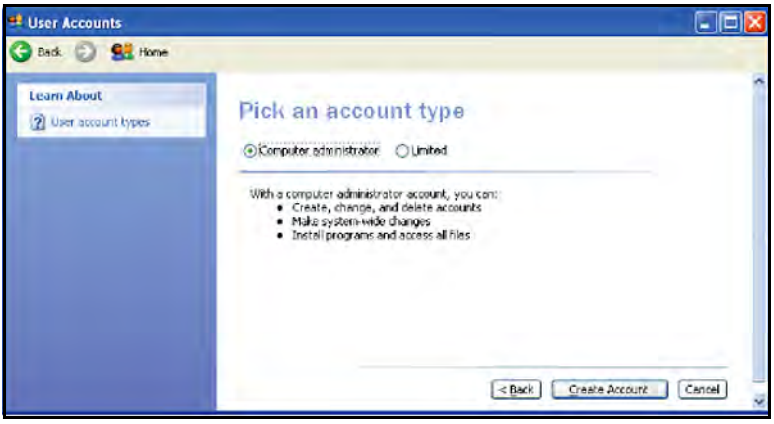

Рис. 111: Тип учетной записи
4. Выберите тип учетной записи (см. *Рис. 111* ниже) и щелкните Создать учетную запись (Create Account).